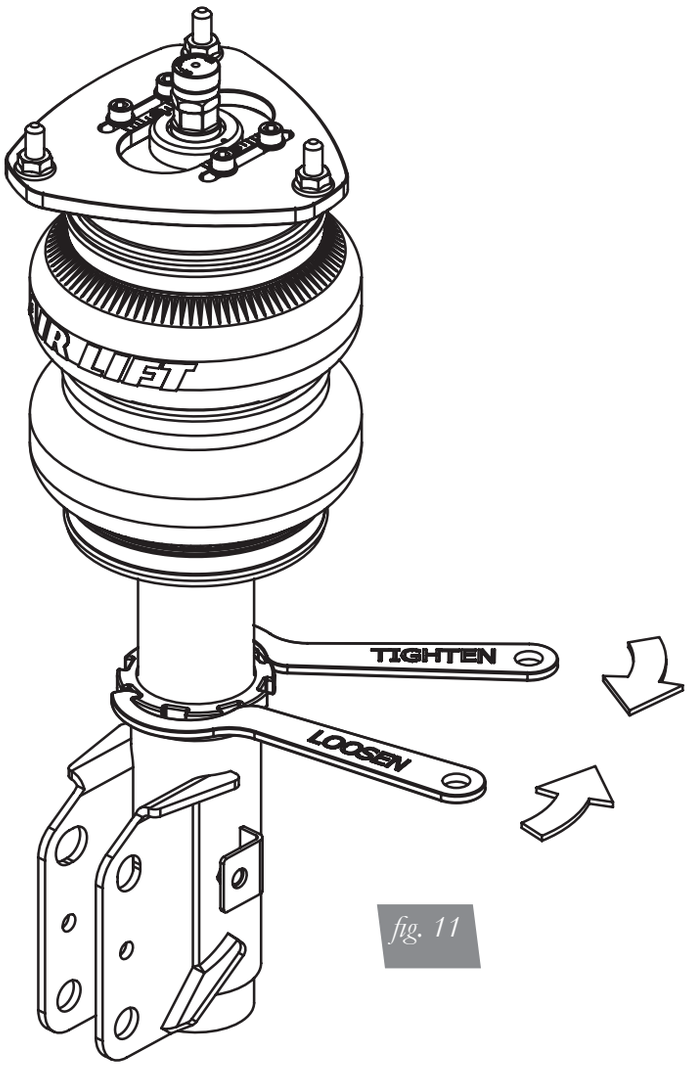

fig. 11
3. Using the supplied spanner wrench, loosen the lower locking collar (Fig. 11).